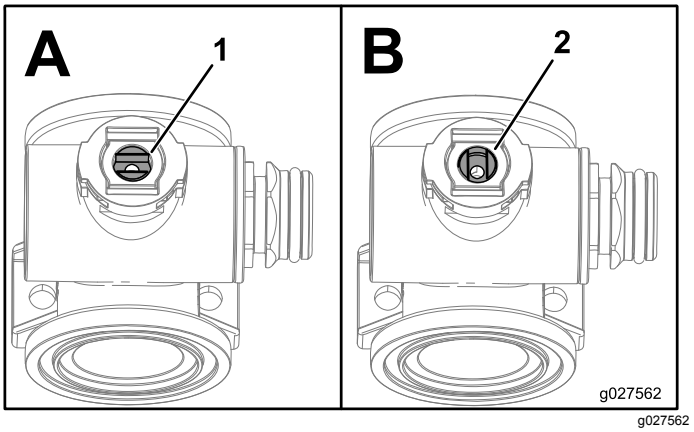

**Figur 97**
1. Sett ventilstammen i stengt posisjon (B i Figur 97)
3. Snu på ventilstammen, slik at kulen er i åpen posisjon (A i Figur 97).
7. Snu ventilstammeenheten slik at ventilen er stengt (B i Figur 97)